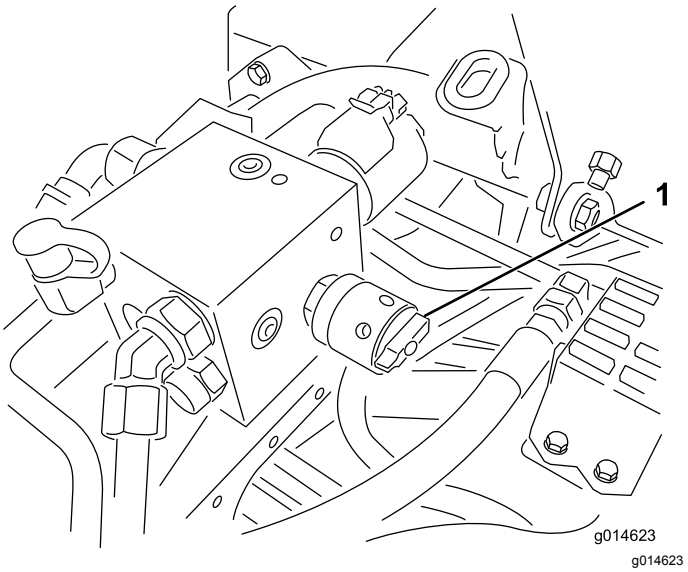

Figur 53
4. Juster spolehastigheten ved å vri knotten (Figur 53) til indikatorpilene er i linje med tallet du fastslo i trinn 3.
6. Drei spolehastighetskontrollen til innstilling 1 (Figur 53).